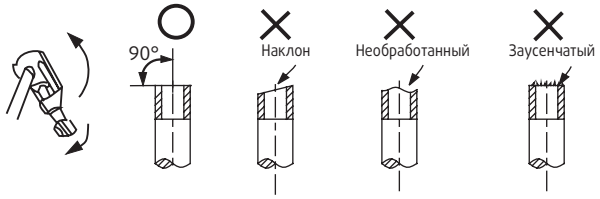

Рис. 7-1
- Правильно обрежьте трубу при помощи трубореза (рис. 7-1).